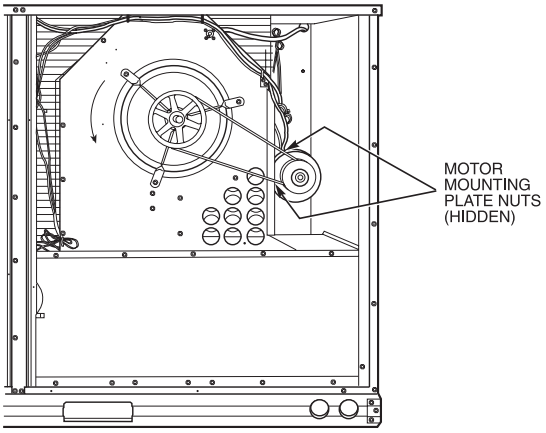

**Fig. 43 — Typical Belt-Drive Motor Mounting for Sizes 012,014**
*Sizes 012,014* — Slide motor mounting plate downward to tighten belt tension (13 mm [$^1/_2$-in.] deflection with 2.3 to 4.5 kg [5 to 10 lbs] of force) and tighten mounting nuts. See Fig. 43.